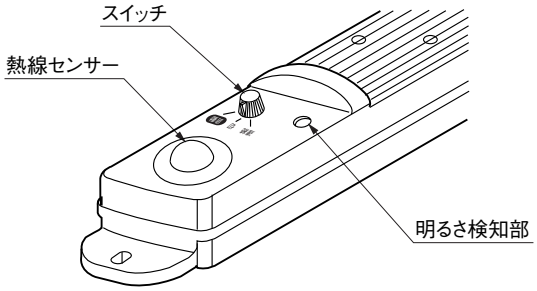

図5-4
❺ 十分な充電を行なった後、周囲が暗くなってからスイッチを「自動」にし、動作の確認をしてください。（図5-4参照）
❻ センサー範囲に人が入るとランプが点灯し、30秒～1分で徐々に消灯するのを確認してください。